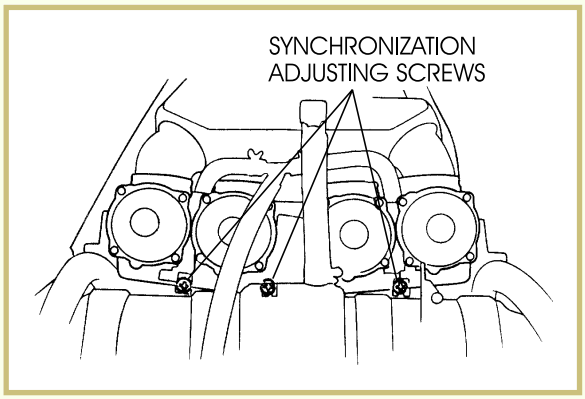

FIGURE 25—This illustration shows the carburetor synchronization adjusting screws. (Copyright by American Honda Motor Co., Inc. and reprinted with permission)
2. Turn the synchronization screws (Figure 25) so that the vacuum between the base carburetor (that's the carburetor with the idle adjustment screw) intake port and each of the other carburetor intake ports is within factory specifications. It's a good habit to adjust the carburetors so that they all show exactly the same vacuum. This results in the smoothest-running engine.